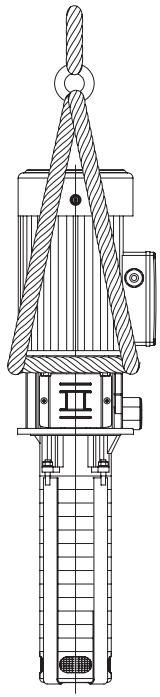

Fig.2
7.7 Please lift or move the pump by hoist as shown in Fig 2 below.